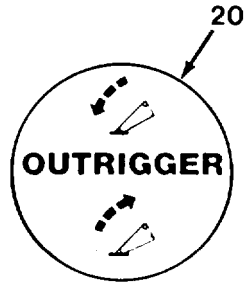

Figure 4-5. *Outtrigger Lever*
20. **Outrigger Control** Lever raises or lowers outrigger beams. Each beam operates independently with control switches: pull to raise; push to lower (Figure 4-5).